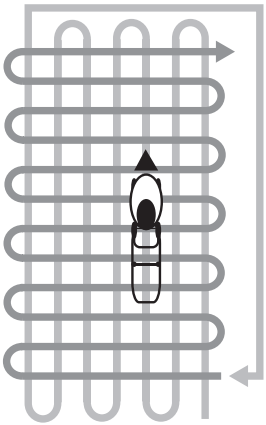

Рис. 16 Схема кошения высокой и/или загущенной травы
5. При работе в тяжелых условиях (п. 3,4) рекомендуется двигаться медленнее или проводить повторный покос с меньшей высотой скашивания. На Рис. 16 представлена схема движения газонокосилки при скашивании высокой и/или загущенной травы.